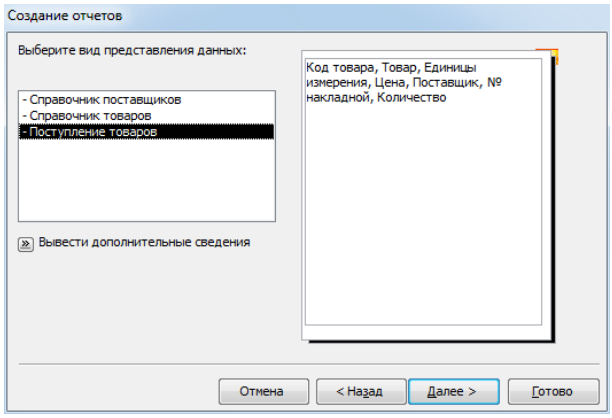

Рис. 5.16. Вид представления данных
3. Определяется вид представления данных (рис. 5.16).